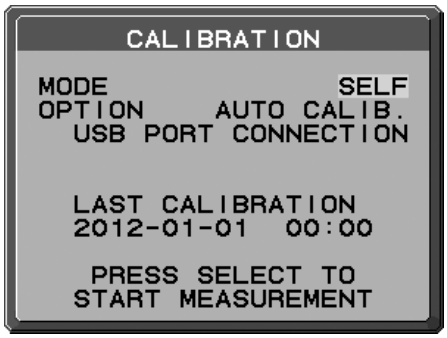

Рисунок S.2
2. Используйте кнопки ВЛЕВО или ВПРАВО для того, чтобы в настройке MODE (РЕЖИМ) выбрать SELF (ВНУТР.) (**Рисунок S.2**). Нажмите UP (ВВЕРХ) или DOWN (ВНИЗ) для перехода к следующим настройкам.